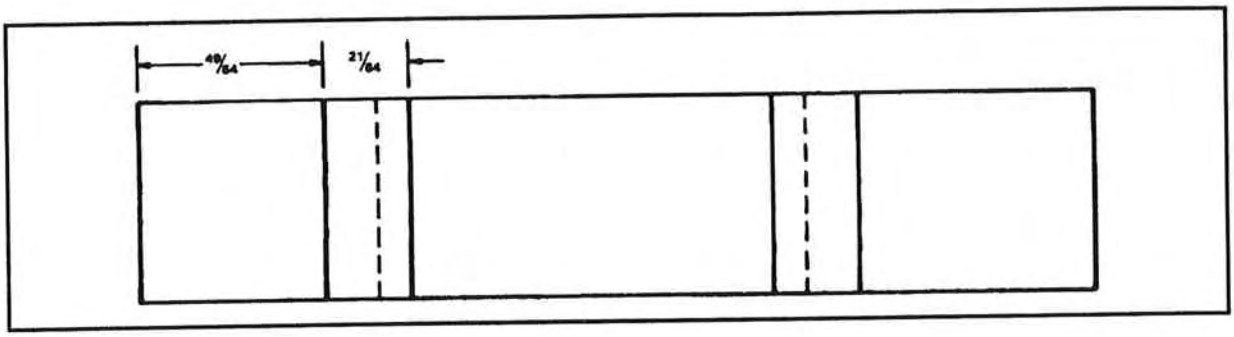

Figure 5-6. Layout of first flat (A)
Determine the setback to establish the distance of the flats. The setback for the first bend is R + T, or 0.188 + 0.050 = 0.239 inch. The first flat (A) is equal to the overall dimension minus the setback, or 1.000 - 0.238 = 0.762 inch. Then find the bend allowance from Table 5-2 for the first bend (BA = 0.329 inch). Convert 0.762 to 49/64 and 0.329 to 21/64. Lay out these measurements (Figure 5-6) to determine where each bend begins and ends.